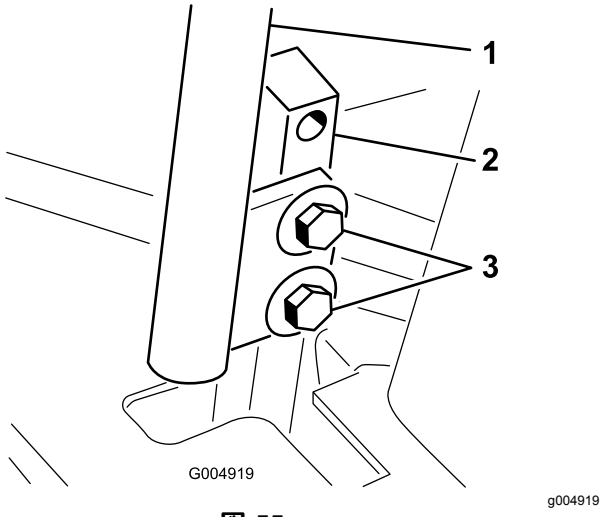

図 55
3. コントロールレバーを固定しているボルトをゆるめる図 55。